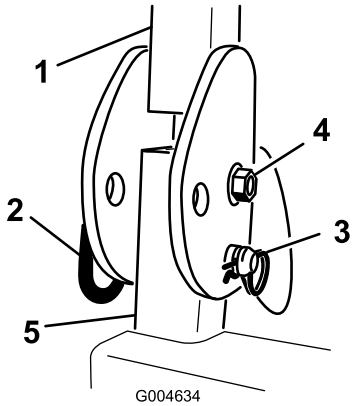

**Figur 4**
1. Fjern splitterne og de to pinde fra styrtbøjlen (Figur 4).
2. Hæv styrtbøjlen til oprejst position, monter de to pinde, og fastgør dem med splitterne (Figur 4).